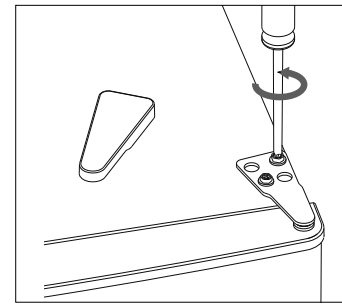

Abb. 4
- Lösen Sie die beiden Schrauben am Scharnier (1) mit einem 8er-Schraubenschlüssel oder einem Kreuzschlitz-Schraubendreher (siehe **Abb. 4**).